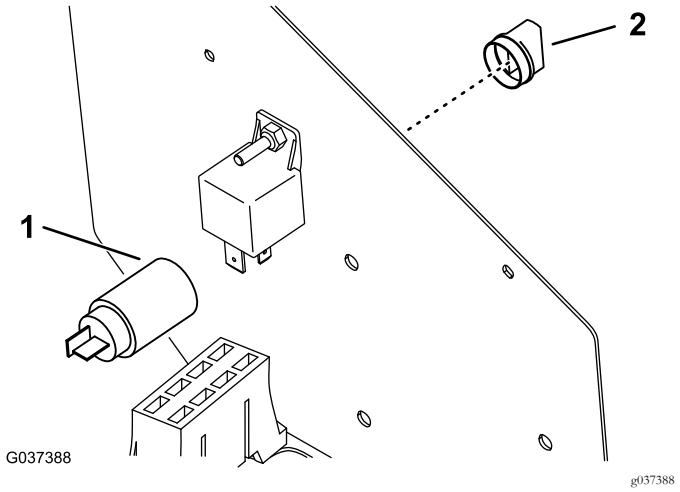

Figura 11
7. Estraete il tappo rimovibile dalla parte laterale del quadro di comando (Figura 11).